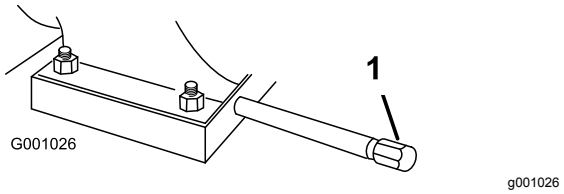

Figur 32
1. Rengör området runt oljeavtappningslocket (Figur 32).